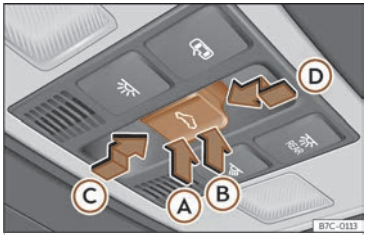

Fig. 60 En el revestimiento interior del techo: tecla del techo de cristal.
La tecla ⌓ ››› **fig. 60** tiene dos niveles. En el primer nivel se puede situar el techo en la posición deflectora, abrir o cerrar total o parcialmente.
- Antes de que transcurran aprox. 5 segundos desde la activación de la función antiaprisionamiento, presione la tecla ⌓ ››› **fig. 60** hasta el segundo nivel en el sentido de la flecha Ⓓ hasta que el techo se cierre completamente.